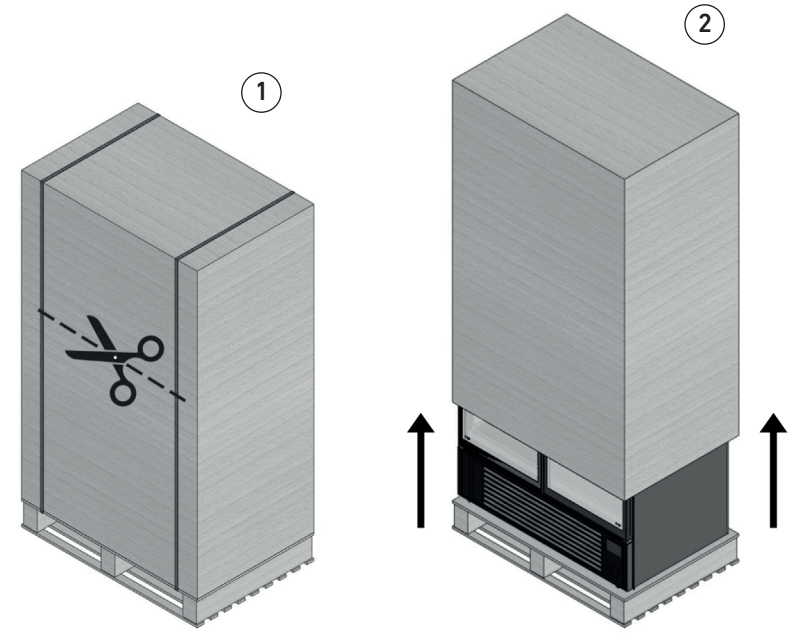

fig. 11-A
To unload the equipment from the housing platform, remove packaging and retaining systems (straps, ropes, bands, etc.) (Fig. 11-A part. 1-2).
- Insert the forks under the frame of the equipment making sure that the forks protrude at least 20 cm from the frame (Fig. 11-B part. 1).